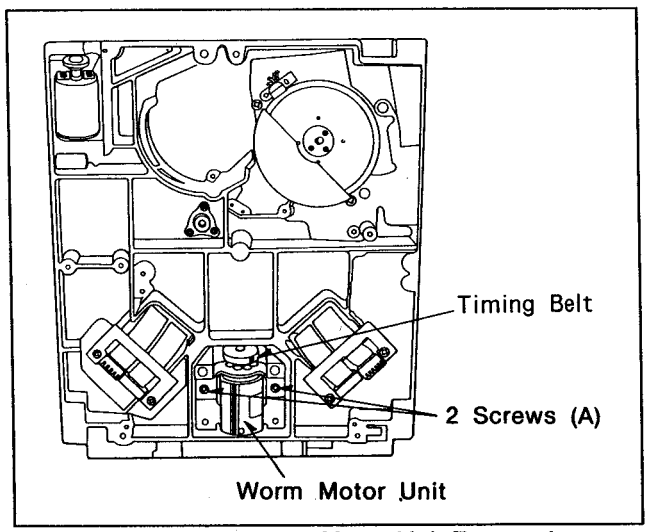

Fig. 6-26-1 Worm Motor Unit Removal
1. Remove thte bottom panel (Refer to item 2-2).
4. Unscrew the 2 screws (A) and remove the Timing Belt and the Worm Motor Unit as shown in figure 6-26-1.